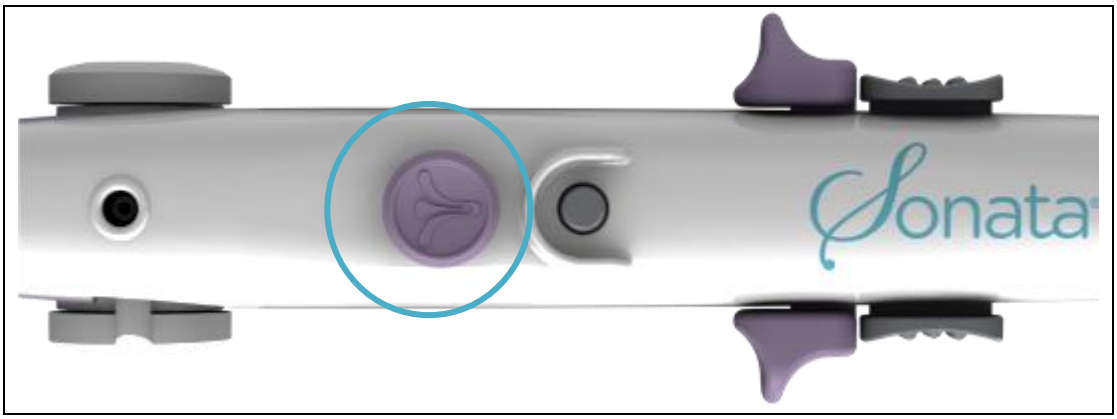

Figura 2-16. SMART Control
- SMART Control (vedere la sezione 2.8.1 e la Figura 2-16)
Lo SMART Control (vedere la Figura 2-16) consente all'operatore di regolare la profondità e le dimensioni della superficie di ablazione usando la SMART Guide al momento di puntare il fibroma bersaglio. Portando lo SMART Control avanti e indietro si regola la profondità della SMART Guide, mentre muovendolo lateralmente si regolano le dimensioni della SMART Guide; per istruzioni dettagliate vedere la sezione 4.4.3. La profondità e la superficie di ablazione pianificate vengono mostrate sullo schermo mentre l'operatore regola lo SMART Control, che funziona anche come un mouse quando l'angolo della sonda IUUS è di 0°. È possibile posizionare il cursore sullo schermo muovendo lo SMART Control.